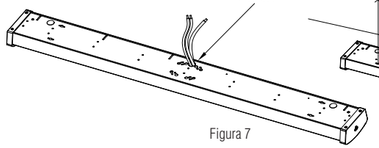

Figura 7
1. Utilice un destornillador para perforar uno de los orificios marcados (Figura 7) y saque los cables de la caja a través del orificio.